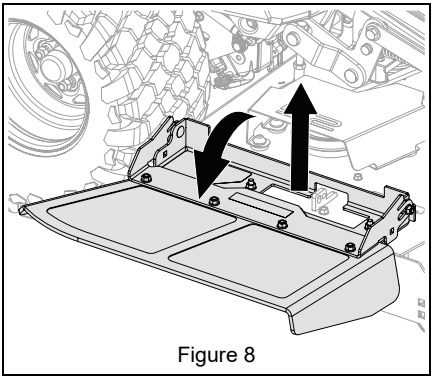

Figure 8
19. Lift discharge chute up slightly and rotate down into operating position. See Figure 8.